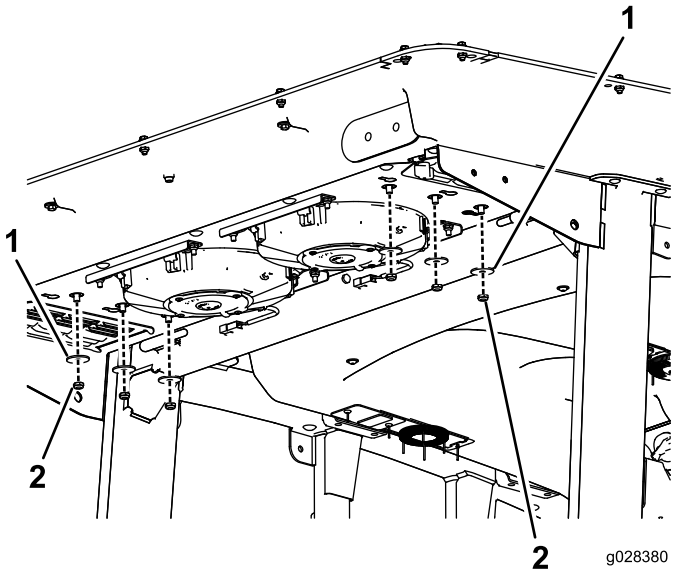

Рисунок 87
2. Отверните 6 гаек и снимите шайбы внизу в задней части кабины (Рисунок 87).